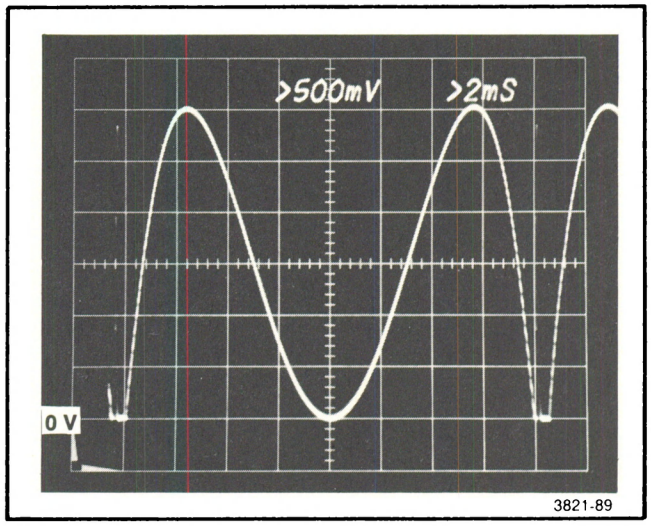

Fig. 7-20. Proper vertical 'B' waveform at TP137 on A8A2.
i. Remove the jumper from J130 and install it on the storage pins. Set the test oscilloscope Ch 1 deflection factor to 500 mV/div. Use the Ch 1 Variable Volts/Div control for adjusting the waveform amplitude. See Fig. 7-20.
j. CHECK—for proper vertical 'B' waveshape as shown in Fig. 7-20. If necessary, readjust R111 to make the center of the 'B' waveform coincide with 0 V. Readjust R101 so the start and end of the 'B' waveshape also coincides with 0 V.
k. Connect the test oscilloscope Ch 1 10X probe to TP141 on A8A2. Check that the vertical 'B' waveform is the same as Fig. 7-20, except of opposite polarity.